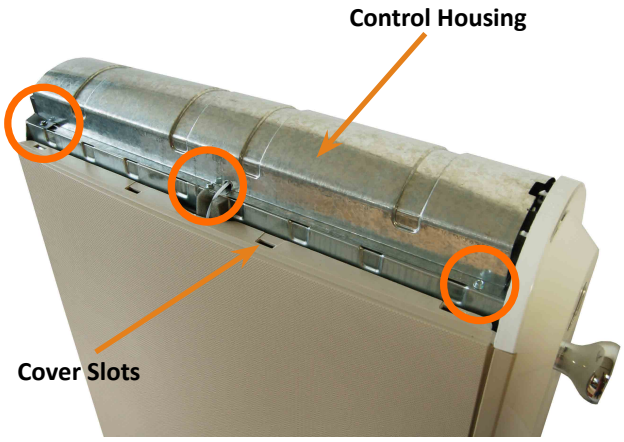

Figure 3
4. Using a 1/4” socket, remove the six (6) screws (3 on each side) securing the control housing to the unit (see Figure 3).